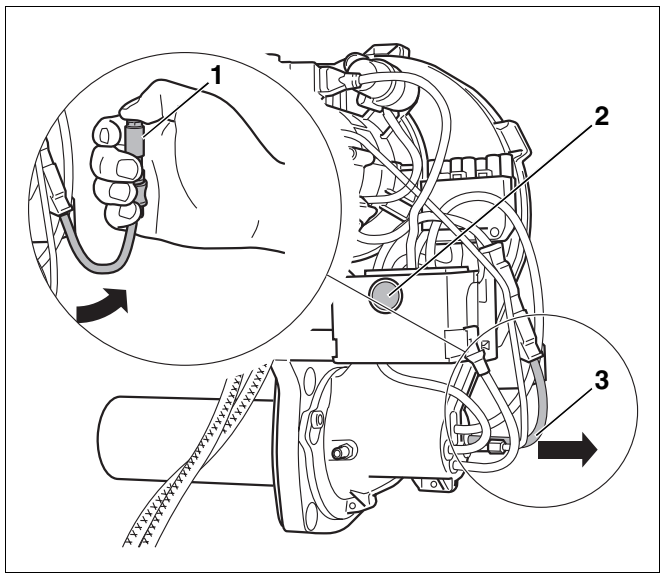

Abb. 37 Flammenfühler auf Funktion prüfen
- Flammenfühler bei laufendem Brenner am vorgesehenen Griff aus der Halterung ziehen (Abb. 37, **Pos. 3**).
- Flammenfühler abdecken (Abb. 37, **Pos. 1**). Es muss nach Wiederanlauf eine Störabschaltung erfolgen.
- Nach einer Wartezeit von ca. 30 Sekunden den Ölfeuerungsautomaten durch Drücken des Entstörtasters (Abb. 37, **Pos. 2**) entriegeln.